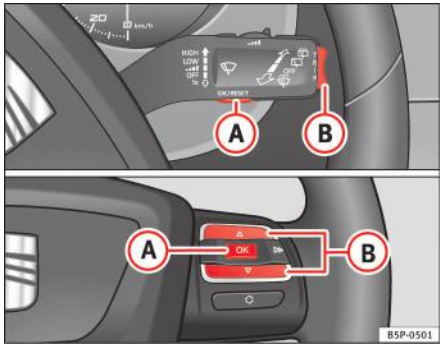

Fig. 42 Butoanele basculante A şi B. Comenzile de pe volan.
Puteți comuta între următoarele indicații ale afişajului multifuncțional (MFI) prin utilizarea comutatorului basculant ⇒ fig. 42 (B) de pe maneta pentru ştergătoarele de parbriz. ▶